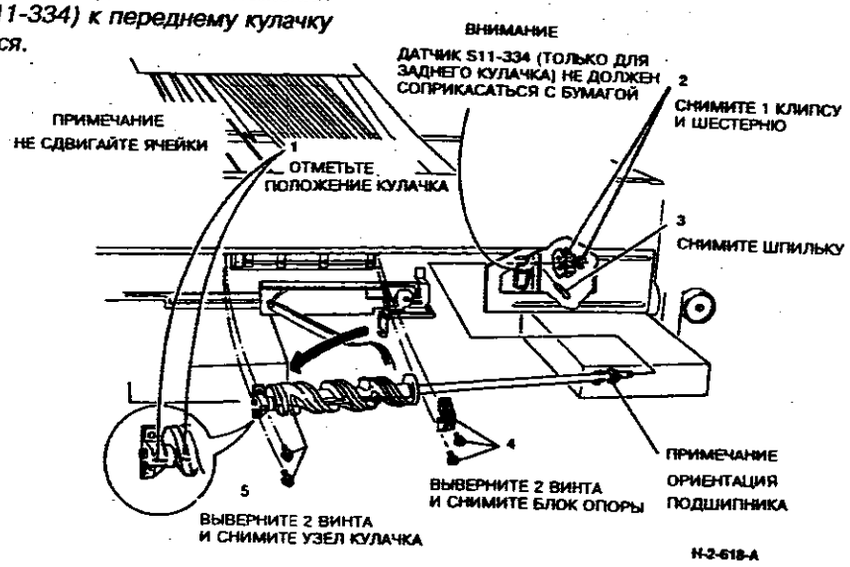

**Рисунок 3. Снятие кулачка**
6. (Рисунок 3) Снимите кулачок.
*ПРИМЕЧАНИЕ: (Рисунок 3) На рисунке показана процедура для заднего кулачка. Для переднего кулачка она выполняется аналогично. Предостережение, касающееся датчика положения кулачка (S11-334) к переднему кулачку не относится.*
2. (Рисунок 3) Обратите внимание на ориентацию подшипника. Соблюдайте меры предосторожности, указанные для S11-334.